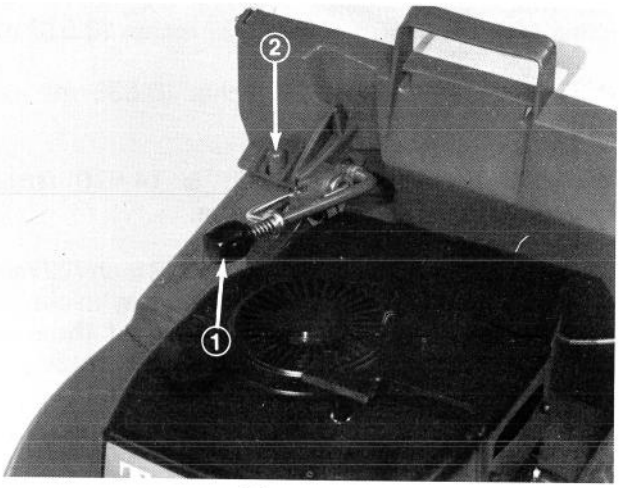

Figure 4
1. Assure chute door handle is fully forward and locked in place (Fig. 4).
2. Slide guide hole in upper bag frame onto locating stud on mower housing (Fig. 4); then set rear of bag frame onto handle pins.